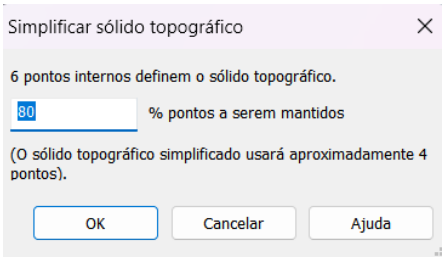

*Figura 291 – Simplificar sólido*
4. Coloque a % desejada na opção da Figura 291.